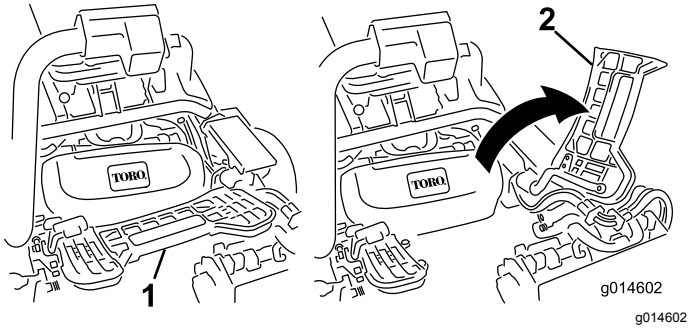

Figur 43
1. Løft opp fothvileren og drei den åpen, slik at man kan komme til midtstillingen til klippeenheten (Figur 43).